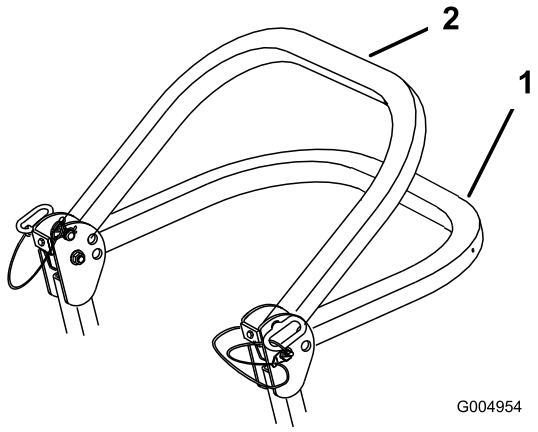

Figur 7
2. Senk veltebøylen til nedre stilling. Det finnes to nedre stillinger. Se Figur 7 for plasseringene.